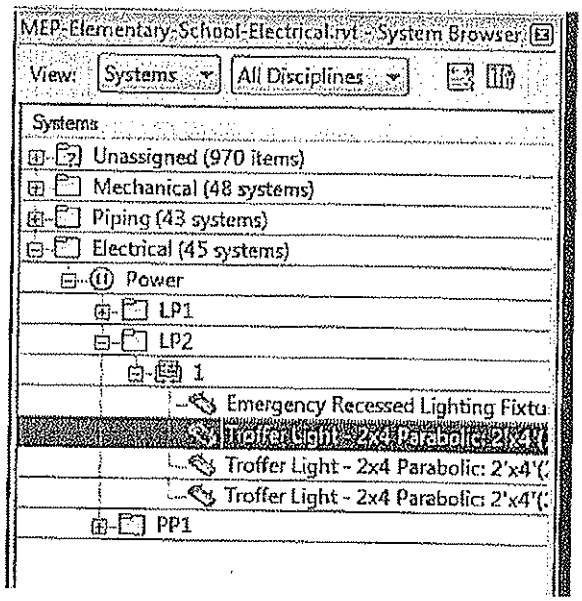

Figure 11–26
10. In the Systems Browser, expand the highlighted nodes to display the selected light fixtures, as shown in Figure 11–26. Only one light is highlighted in the project.
11. In the Systems Browser, select the related circuit **1**. The selection in the view changes to display the circuit outline, as shown in Figure 11–27.